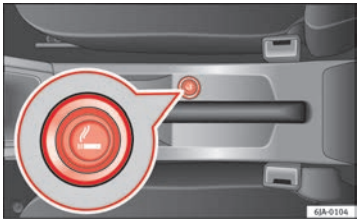

Fig. 86 Centre console: cigarette lighter
The cigarette lighter is located at the front of the centre console ⇒ Fig. 86.
– Press the cigarette lighter knob ⇒ Fig. 86.